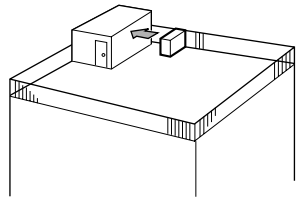

Fig. 2-3
① Расположите прибор так, чтобы выходное отверстие было направлено к самой близкой из доступных стен на расстоянии около 50 см от стены. (Fig. 2-3)